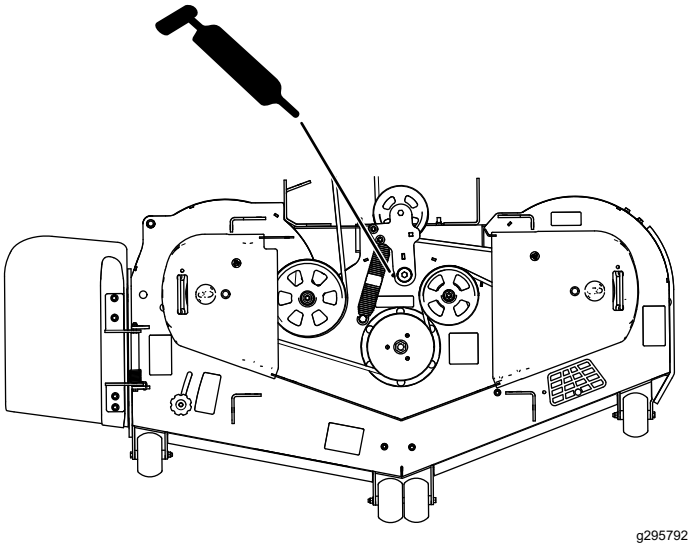
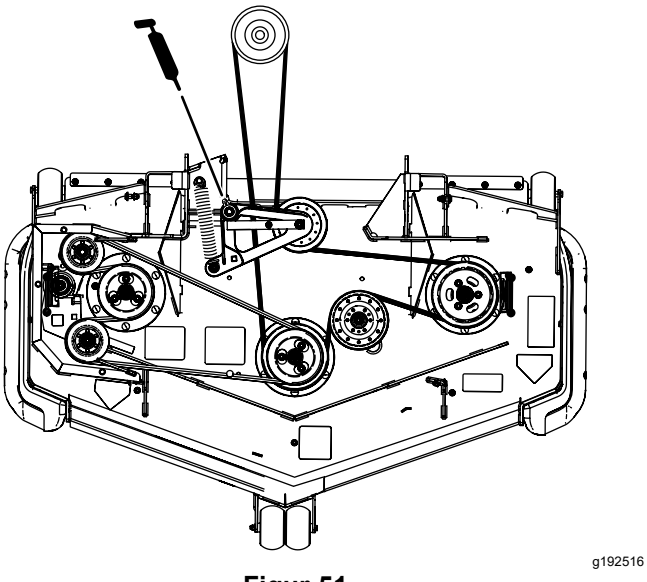

Figur 50
Figur 51
3. Smörj armen på klippdäckets mellanremskiva tills fett sipprar ut nedtill (Figur 50 eller Figur 51).